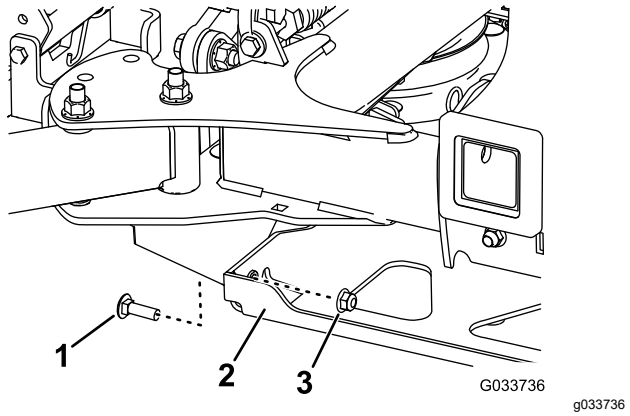

Figure 86
4. Retirez les 2 boulons et les 2 écrous qui relient le support de renfort au cadre (Figure 86).
4. Fixez le support de renfort au cadre à l'aide des 2 boulons et des 2 écrous que vous avez conservés (Figure 86).